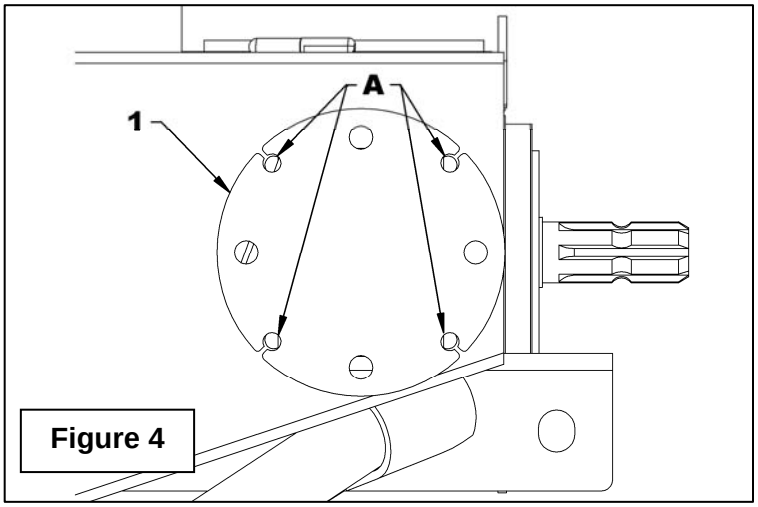

Figure 4
4. **Figure 4:** Place the new driving shaft support plate (item 1) to the same position than previously by aligning the four frame holes. With a tracing point, mark the materiel to be removed. Remove the plate and enlarge the "A" holes from the outside.